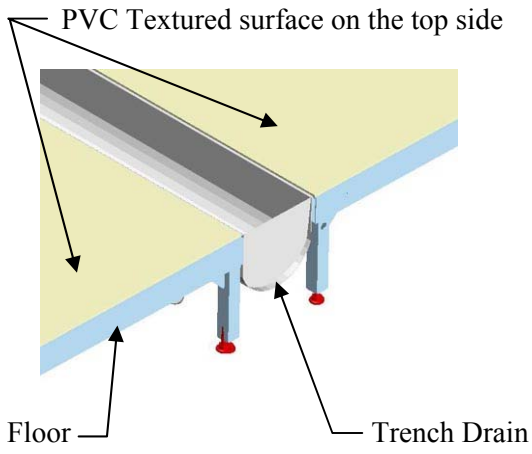

Figure 12
8. Place the pre cut Acrylic PVC floor panel textured surface side up on the open floor frame **(Figure 12)**. Make sure the PVC floor panel lines up flush with the front edge of the floor frame. The Start and the End floors are 1/2" wider than the PVC floor panel so you must center the PVC panel to accomplish a ¼-inch gap on either side of the floor **(Figure 13)**. The PVC floor panel for the Center floors will fit flush on both sides. After placing all the PVC floor panels in place, apply a generous but constant bead of sealant all the way around (perimeter) to all outer edges of PVC floor panels to ensure a watertight seal.